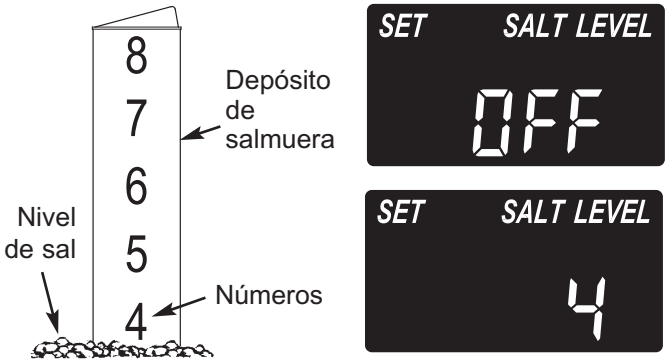

FIG. 24
2. La escala de nivel de sal, en el depósito de salmuera dentro del tanque, tiene los números 0 a 8 (vea la Fig. 24). Fíjese en el número más alto en el que esté nivelada la sal, o al que esté más próxima.